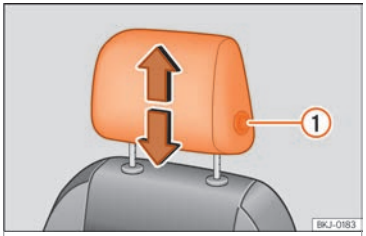
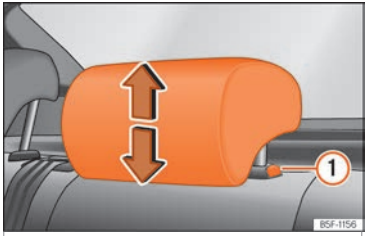

Fig. 110 Front seat: headrest adjustment.
Fig. 111 Rear headrest: headrest adjustment. »
- Move the headrest up or down in the direction of the corresponding arrow. Regarding the rear headrest, to both raise and lower, press the button ››› Fig. 110 ①; for the rear headrests it is only necessary to press the button ››› Fig. 111 ① to lower them ››› ⚠ in Introduction on page 127.
- Press the side button ››› Fig. 110 ① and remove the headrest.